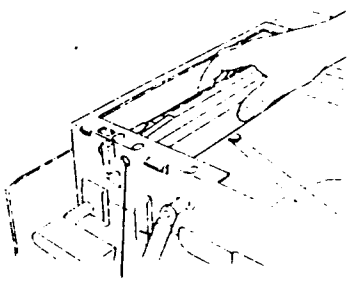

Рис. 1 NZM-0055
6. (Рис. 1): Осторожно приподнимите каретку полного хода к отверстию в каркасе справа от датчика регистрации.